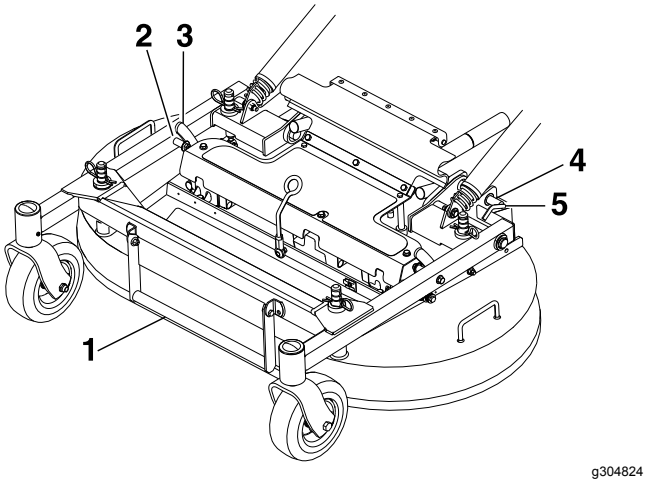

Figur 25
3. Håll ned den främre ramen och lyft upp klippdäcket på en sida så att däckstödsspärren hakar fast i den fasta tappen i den främre ramen (Figur 25).